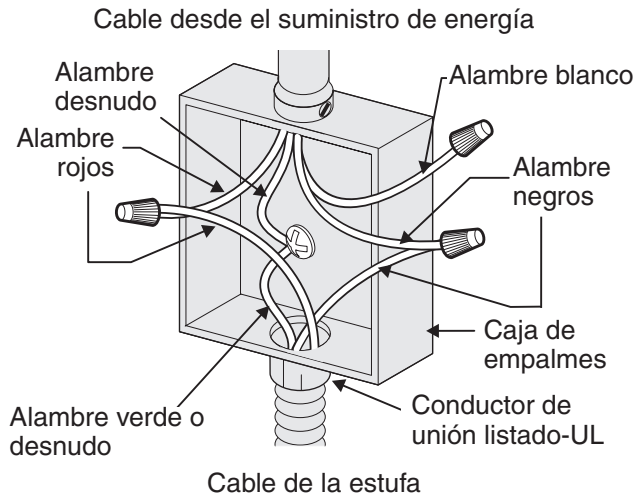

Figura 4- CAJA DE EMPALMES DE 4 ALAMBRES PUESTA A TIERRA
Si la cocina se usa en una instalación nueva de ramal de circuito (1996 NEC), en una casa rodante, en un vehículo para recreación o si los códigos locales NO permiten hacer la conexión a tierra a través del cable neutral (blanco) (ver figura 4):
2. En el interruptor automático, caja de fusibles o caja de juntas: conectar el aparato y los cables residenciales como se muestra en la figura 4.